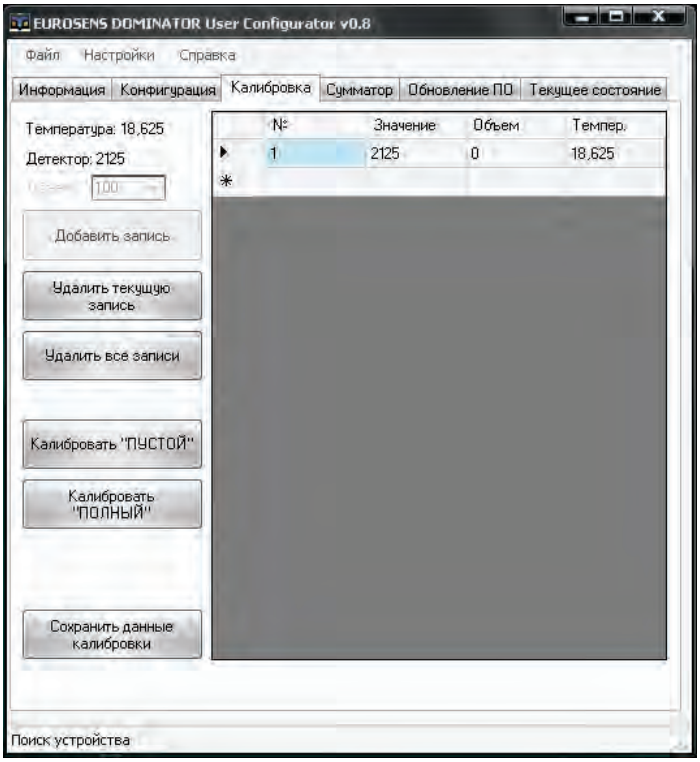

Рис.39
9) Убедиться, что в первую строку таблицы были внесены значения параметров "Детектор", "Объем" и "Температура" правильно (рис.39). Объём топлива в таблице (см. графа "Объем") должен быть равен нулю.